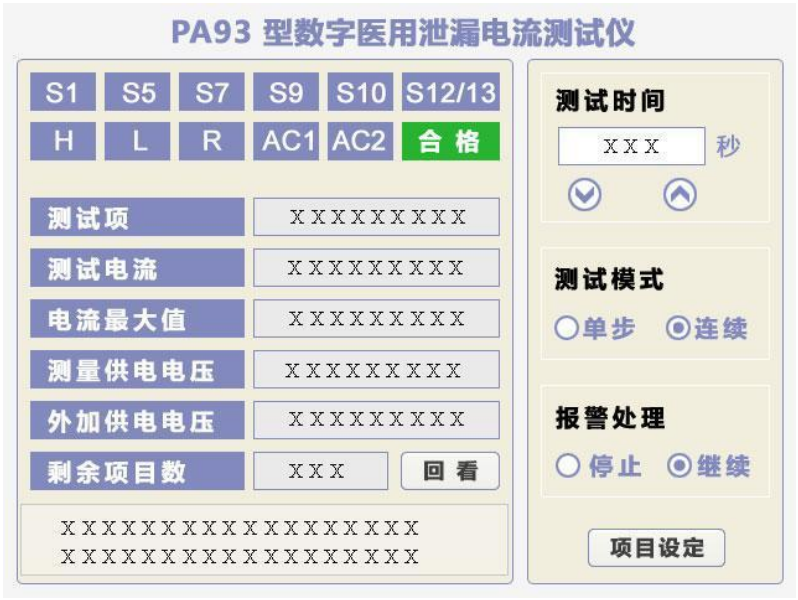

图 8　测试界面
5.4.5　按下“START”按钮，“ ”指示灯亮，同时旋转电压调节旋钮至所需值。液晶显示器(LCD)不断显示当前测试项目的开关组合中的对应开关闭合状态、漏电流值和设置的漏电流上限值、测量供电电源 (V1)或外加供电电源(V2)的电压值及测试结果和提示下一次测试项目的内容等各类信息。见图 8 测试界面。